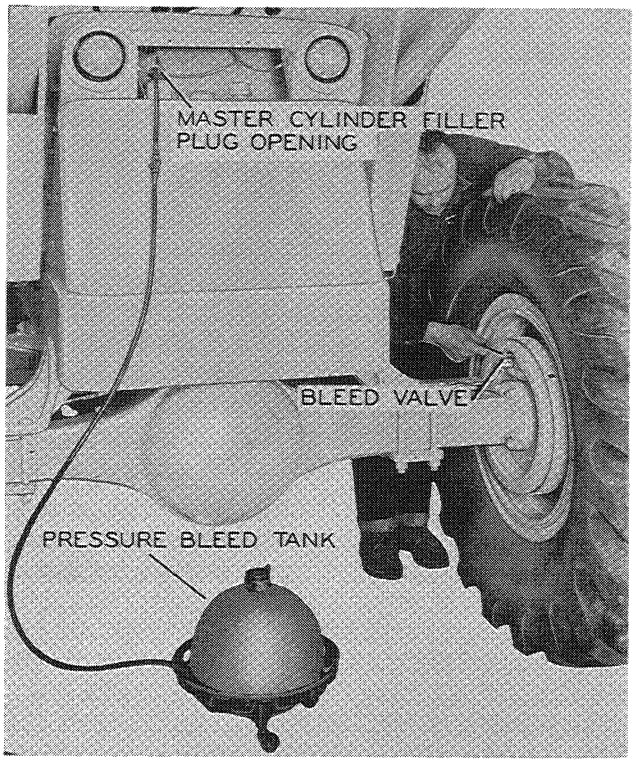

Figure W-25. Bleeding Hydraulic Brake System Using A Pressure Type Bleed Tank
It is recommended that a pressure type bleed tank be used for bleeding the hydraulic brake system, Figure W-25.
2. Connect the pressure tank to the master cylinder filler plug opening, Figure W-25.
3. Loosen the bleeder valve on the wheel cylinder. Observe flow of brake fluid from the bleed valve - When air bubbles cease to appear close bleed valve, Figure W-25.